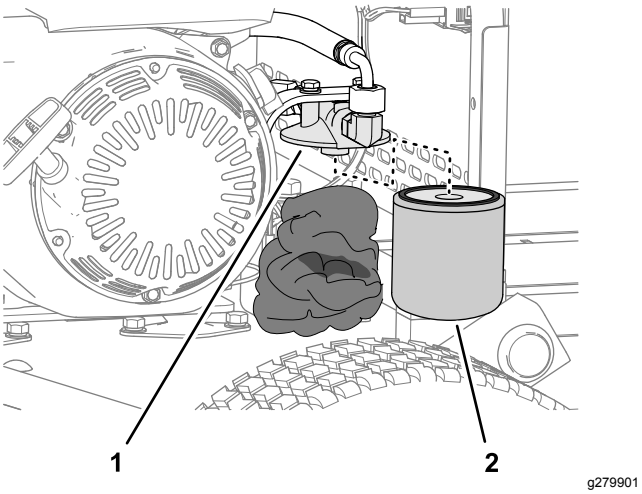

Figuur 37
2. Stop doeken onder het hydraulische filter (Figuur 37).
3. Verwijder het hydraulische filter voorzichtig (Figuur 37).
5. Draai het filter handmatig op de filterkop (Figuur 37) totdat de pakking contact maakt met de filterkop. Draai het filter vervolgens nog eens 3/4 slag vaster.